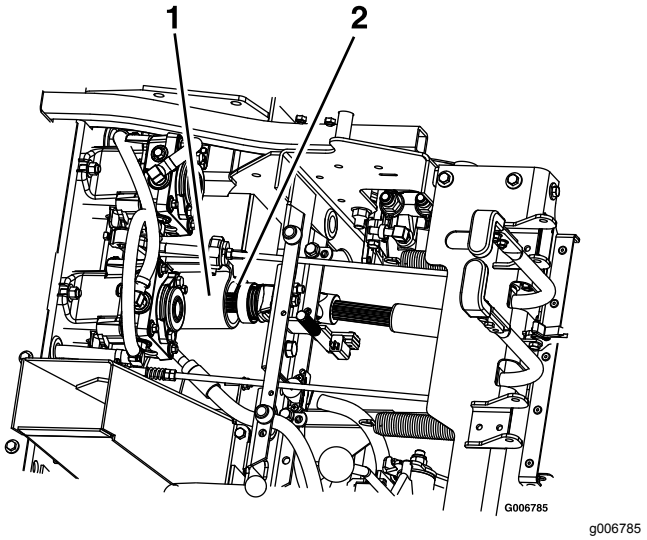

Figur 80
9. Haka loss sätesspärren och koppla ur drivaxeln med hjälp av snabbkopplingen på mellanaxeln (Figur 80). Se Lossa spärren till sätet (sida 24)
5. Montera drivaxeln på mellanaxeln (Figur 80).